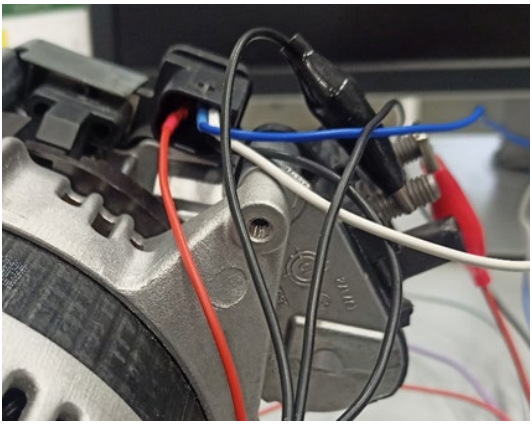

Рисунок 28. Підключення діагностичного кабелю до контактів у роз’ємі
2.1. Підключіть необхідні дроти до терміналів у роз’ємі генератора (див. рис. 28).